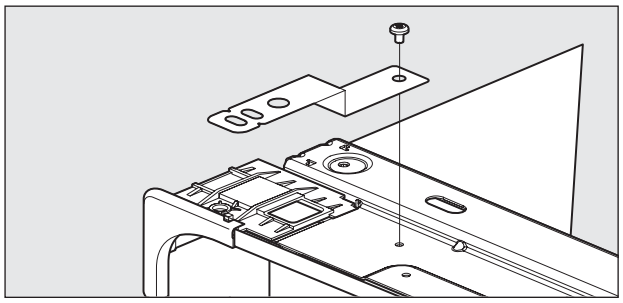

Figure 2-8. Top Mount Cabinet Clips
b. Top Mount Cabinet Clips (to be used when Side Mount is not an available option) (See Figure 2-8)
NOTE: Install Top Mount Clips before unit is installed into the cabinet. Screw clips firmly to top brace using screws provided in the literature pack. (See Figure 2-8)